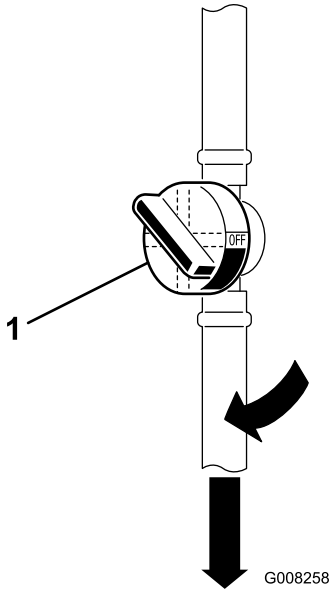

Figur 11
1. Åbn brændstofafbryderventilen mellem brændstoftanken og motoren (Figur 11).